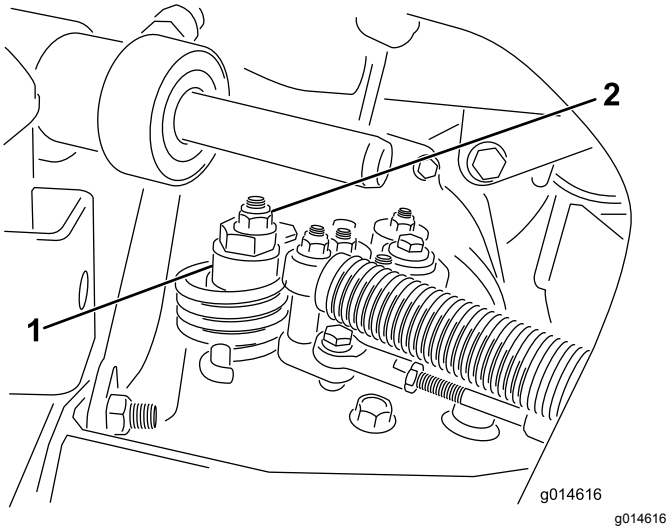

Figur 40
A. Løsn møtrikken, der fastgør den excentriske bolt til den øverste del af hydrostaten (Figur 40).
C. Drej den excentriske bolt, indtil der ikke forekommer krybning i nogen retning. Når hjulet holder op med at dreje, skal den møtrik, der låser den excentriske bolt og justeringen, tilspændes (Figur 40). Kontroller indstillingen med gashåndtaget i positionen LANGSOM og HURTIG.